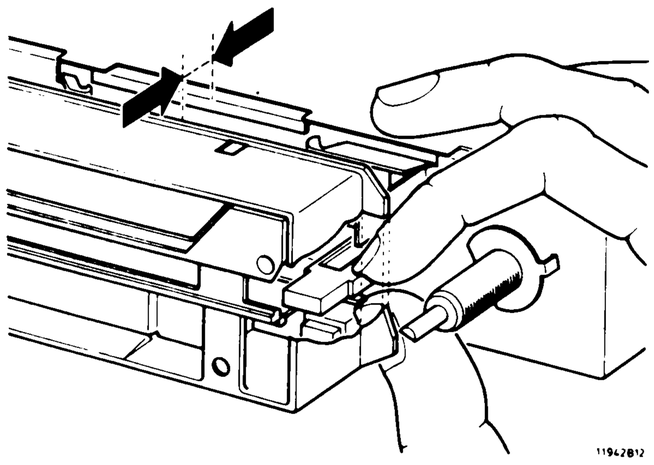

Fig. 11
- Press the FM/MW-key against the holder (Fig. 11)
- Pousser la touche FM/PO contre le support (Fig.11)
- Druk de FM/MG-toets tegen de houder (Fig. 11)
- Die FM/MW-Taste gegen die Halterung drücken (Abb. 11)
- Spingere il tasto FM/OM contro il supporto (Fig. 11).